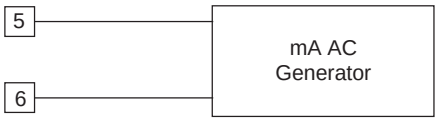

Fig.9
2) Connect the instrument under test to the calibrator as shown in Fig. 9.